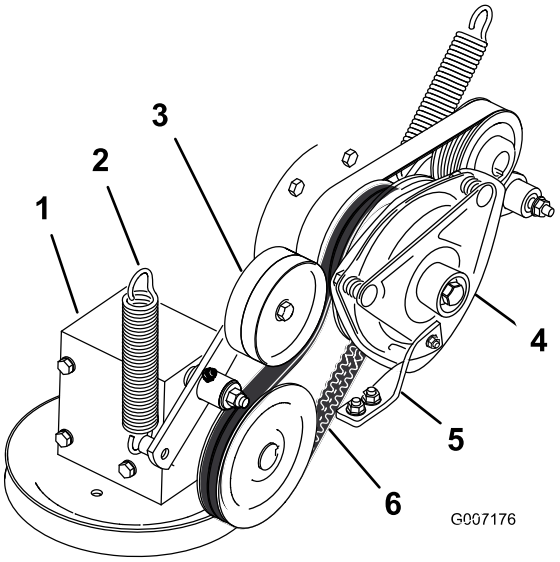

Figur 67
4. Tag fjederen af styrearmen (Figur 67).
7. Monter kraftudtagets drivrem omkring koblingens remskive og gearkassens remskive (Figur 67).
9. Monter fjederen på styrearmen (Figur 67).